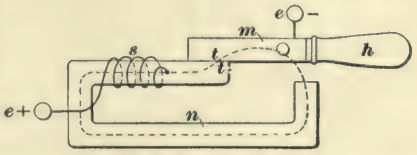

FIG. 35.
**30.** Fig. 35 shows the principle upon which the blow-out coil works. *m* and *n* are two pieces of iron; *m* has a handle *h* and is movable round a center; *n* is stationary and has wound upon it a coil of wire which carries the main motor current; one end of this coil is attached to *n*, and the other end of the coil goes to one of the connecting posts *e* +; *m* is connected to the other binding post *e* −. In the figure the switch is shown closed; current is therefore passing through it, and the blow-out coil *s*